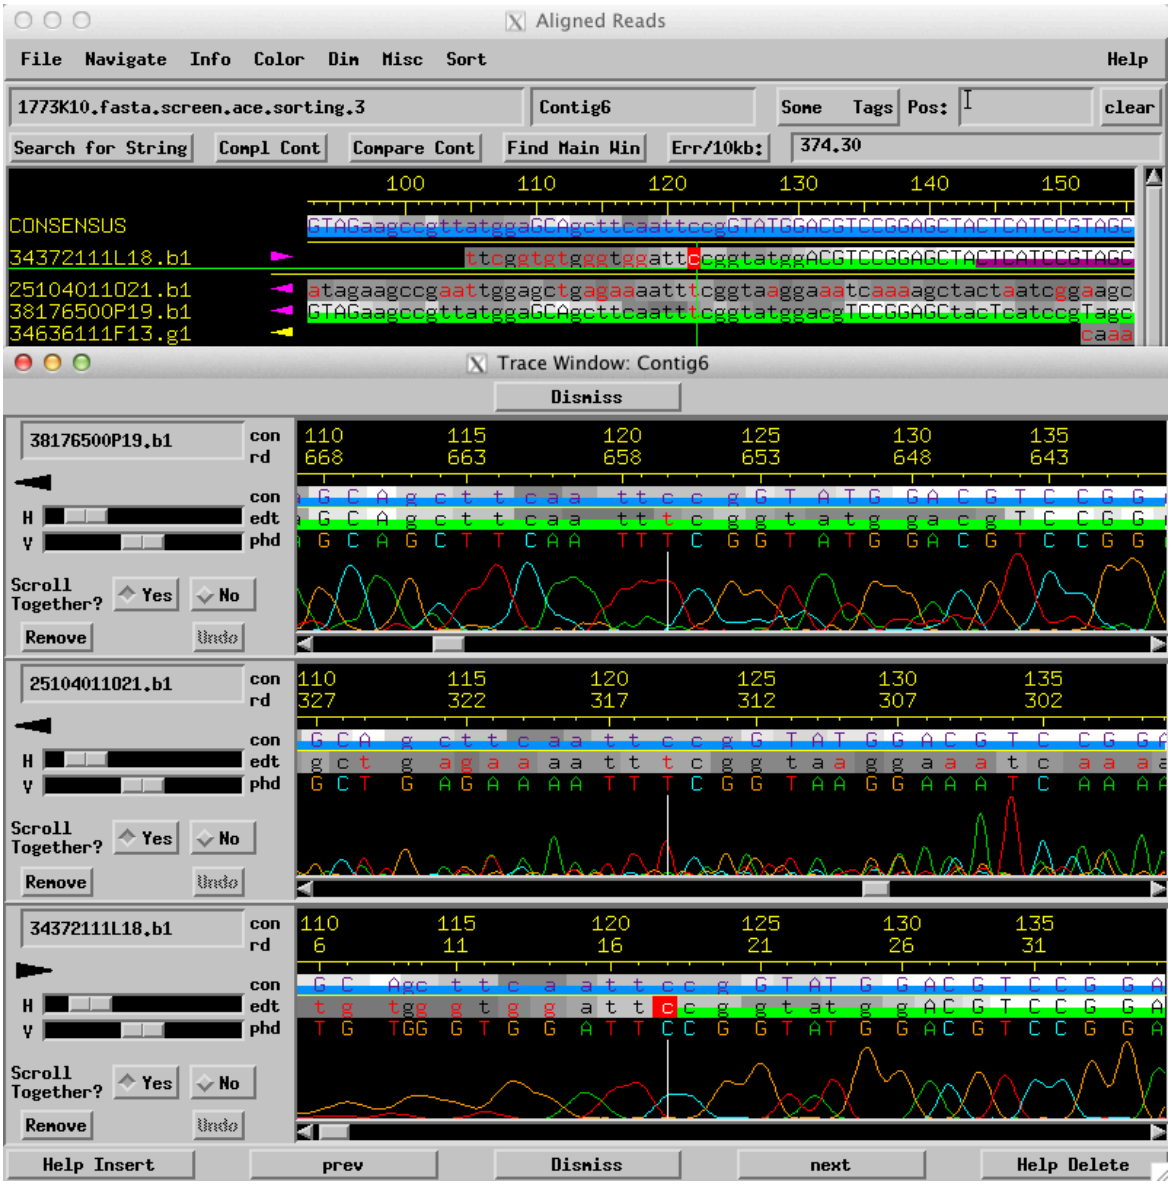

Figure 25 Incorrect discrepant consensus base C caused by unclipped vector in 3437211L18.b1
The third discrepancy at base position 122 of Contig6 is higher quality so we will take a closer look at this region. Open all the traces on Contig6 at this position by middle clicking on each trace. We can see that the consensus at this position is based on the C from the sequencing vector in the read `34372111L18.b1` instead of the real base (T) in the other two reads (Figure 25). Therefore, we need to change the consensus to the correct base. In the Trace Window, middle-click the "T" on the edit (edt) line for one of the traces (i.e. `25104011O21.b1` or `38176500P19.b1`) with the correct "T" base and select "Change Consensus".